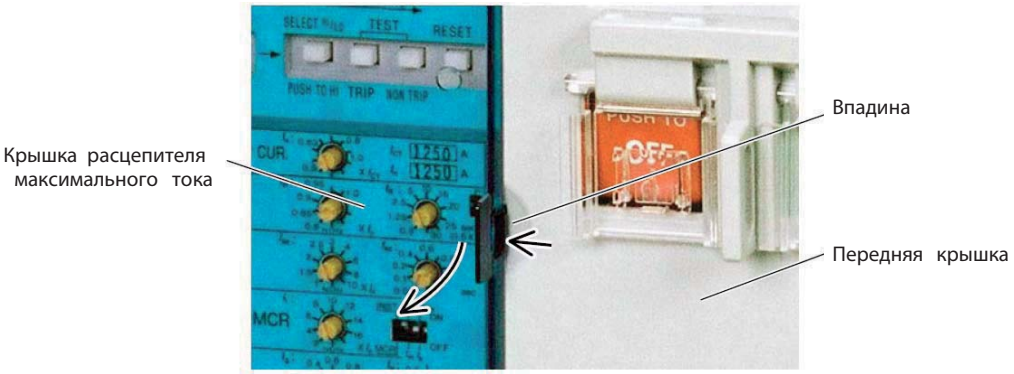

Рис. 31. Защитная крышка расцепителя максимального тока
2. Надавите на правый край крышки расцепителя максимального тока слева от впадины на передней крышке, для того чтобы открыть крышку (см. рис. 31). Если крышка расцепителя максимального тока заблокирована с помощью навесного замка, вначале необходимо снять замок.